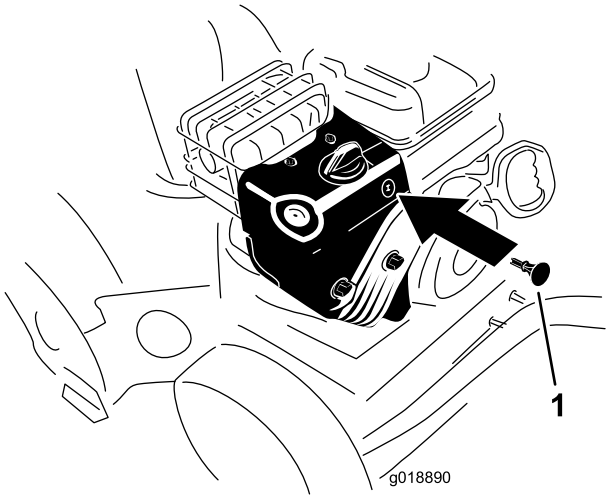

Bild 22
3. Stecken Sie den Zündschlüssel ein (Bild 22).